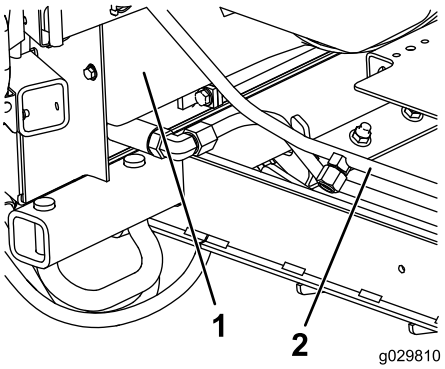
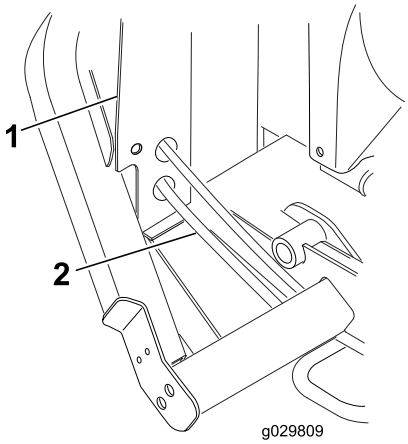

Rysunek 13
Rysunek 14
1. Naczynie do spuszczania oleju umieść po prawej stronie maszyny, tuż przed ramą głównej chłodnicy, pod przewodem powrotnym chłodnicy oleju (Rysunek 13 lub Rysunek 14).